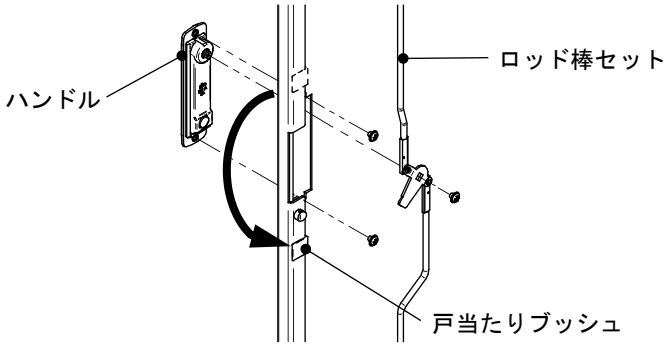

図4
5. 扉を上下反転し、ハンドル、ロッド棒セットを取り付け、戸当たりブッシュを組み替えます。（図4）